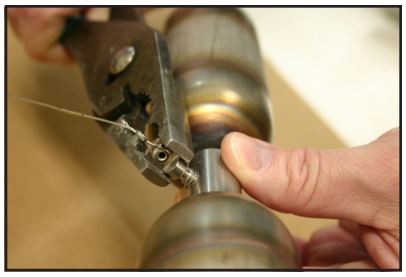

Figure 5
20. Next, you need to attach the float to the cable screw on the end of the gauge cable. Unscrew the cable bullet exposing the cable screw threads. The cable bullet is now no longer needed and can be discarded. Using the small tube of adhesive provided, place a drop or two of the adhesive onto the male threads, of the cable screw. Thread the float onto the cable screw and, while using pliers to carefully hold the float connector, snug the float onto the cable screw (See Figure 5). **NOTE: Make sure to not damage the cable with the pliers.**